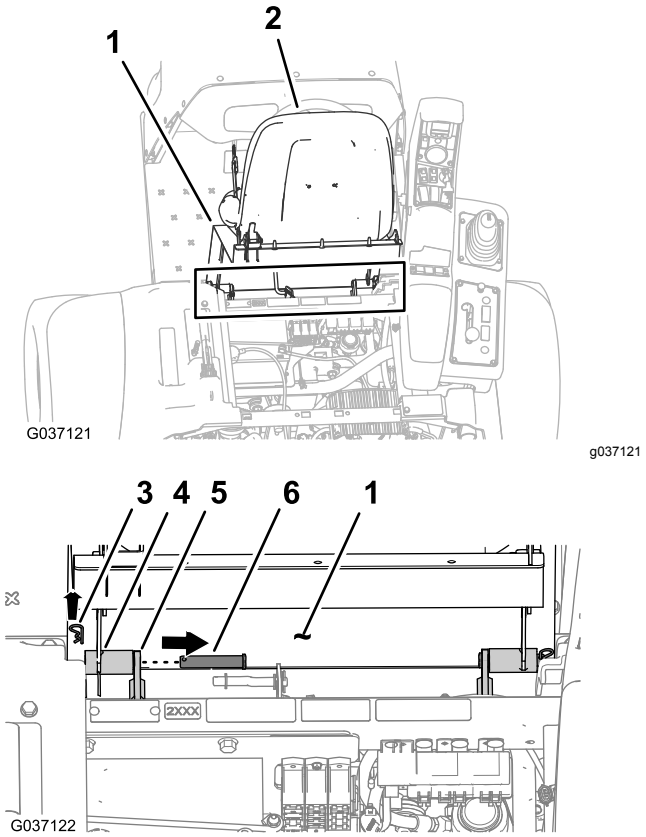

Figur 5
3. Afmonter de to låseclips, der fastgør drejefittingen på sædepladen til chassisets beslag (Figur 5).
4. Afmonter de to drejetapper, der fastgør sædet og sædepladen til chassiset (Figur 5).